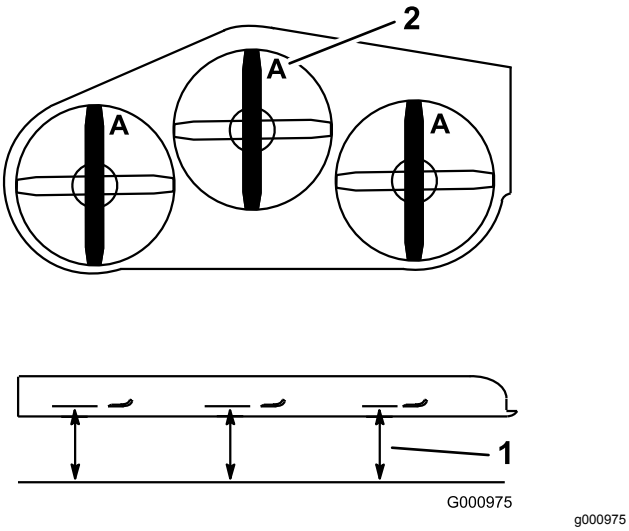

Bild 76
2. Messen Sie von einer ebenen Fläche bis zu den Schnittkante (Stellung **A**) der Messer (Bild 76).